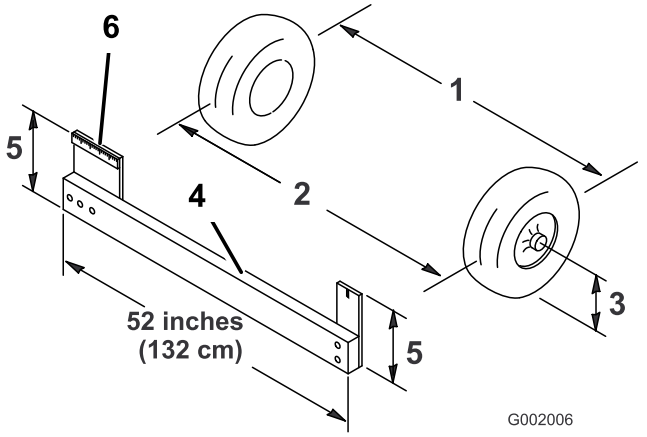

Figur 33
4. Mål avstanden mellom begge forhjulene ved akselhøyde, både foran og bak på forhjulene (Figur 33).
Merk: Det er nødvendig med et feste eller en justeringsmåler for å måle baksiden av forhjulene ved akselhøyde. Bruk det samme festet eller den samme justeringsmåleren til å måle fronten av forhjulene ved akselhøyde (Figur 33).